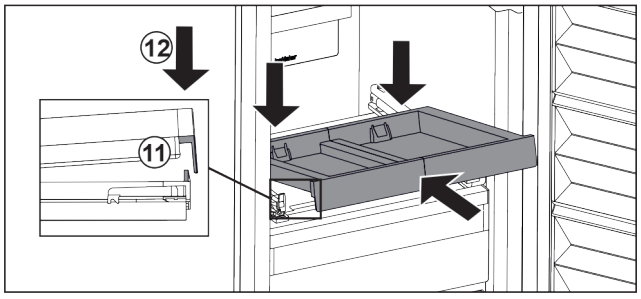

*Fig. 143*
▶ Schuin erin schuiven. Zorg ervoor dat de aanslag aan beide zijden achter de lip is. *Fig. 143 (11)*
▶ Uitschuifplateau aan voorzijde neerzetten. *Fig. 143 (12)*